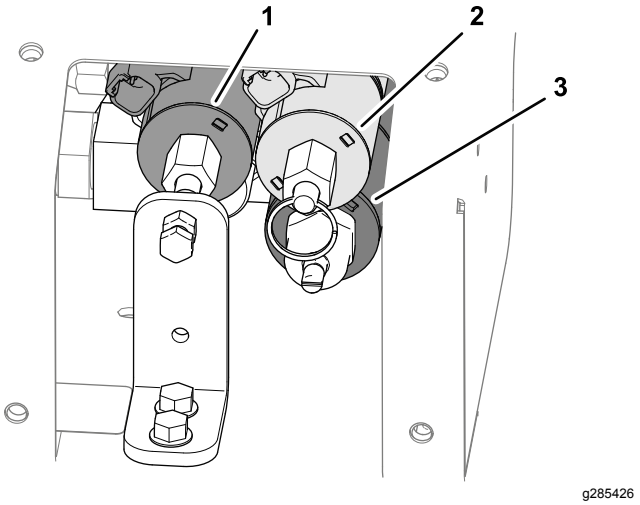

**Rysunek 28**
3. Odszukaj 3 zawory sterujące (Rysunek 28).